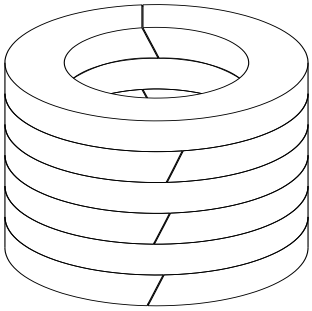

Figure 6 Packing cut location
c. Each packing ring's cutting location arrangement is according to Figure 6, use the same method to install the rest of the packing rings, one ring at a time, and make sure each ring is installed correctly before installing the next one, keep packing ring clean during installation, and not mix any foreign materials.